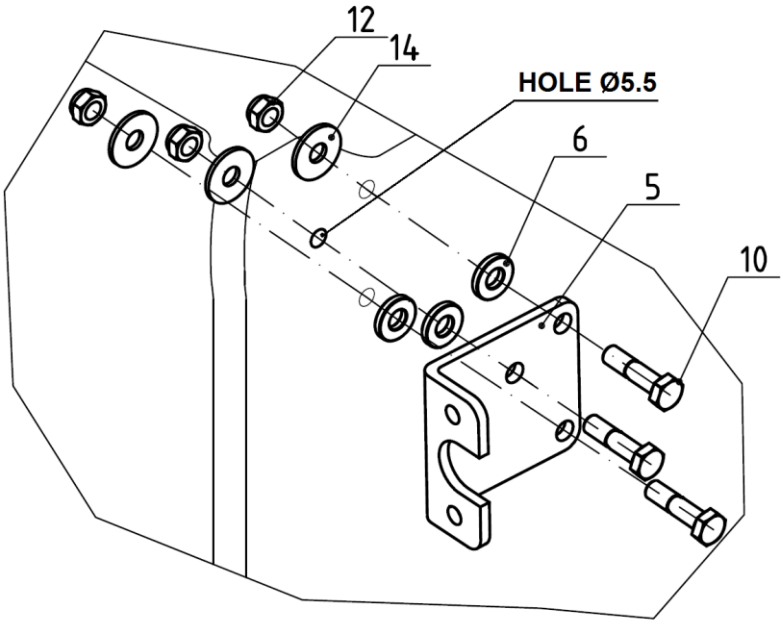

Figure 11
4.2. Drill one hole Ø5.5 into the right side of central tunnel according to the console [5]. Attach the console [5] to the central tunnel using bolts [10], distance washers [6], washers [14] and nuts [12] (Figure 11).